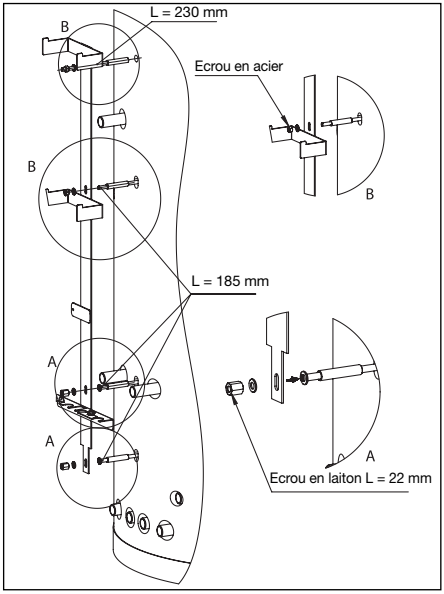

Fig. 8 Montage de l'ensemble de fixation
- Monter l'ensemble de fixation (fig. 8).
- Visser la tige filetée dans les écrous soudées du ballon d'eau chaude (Attention: la tige d'une longueur L = 230 mm doit être vissée dans l'écrou supérieur! Visser les 3 tiges filetées d'une longueur L = 185 mm dans les trois écrous inférieurs!) (Fig. 8).